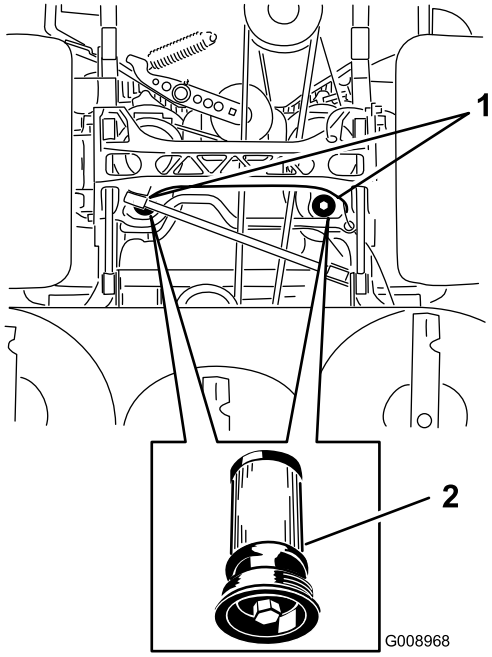

Figur 84
5. Stil et aftapningskar under filteret, fjern det gamle filter, og tør overfladen ren (Figur 84).
6. Påfør gummipakningen på det nye filter et tyndt lag hydraulikolie (Figur 84).